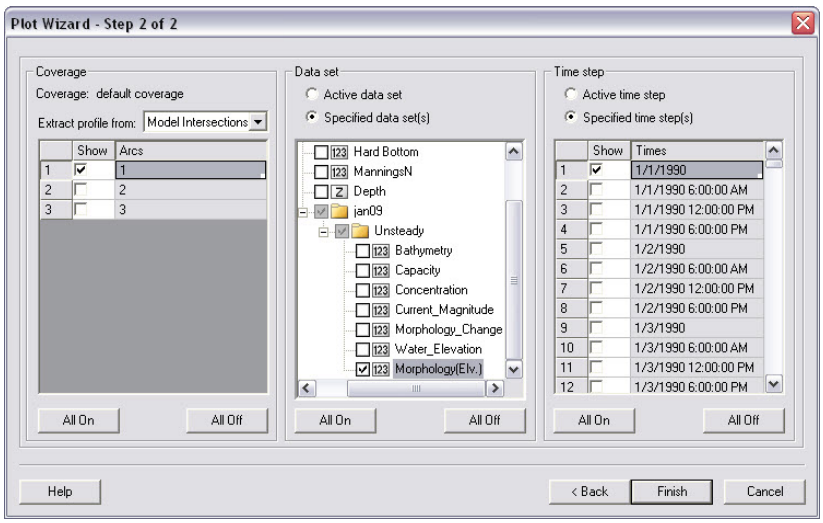

Figure 42. *Plot Wizard* Step 2.
2. Following Figure 42, under *Coverage* check one arc (though multiple can be plotted), under *Data set* select *Specified data set(s)* and select the generated *Morphology (Elev.)* set only, and under *Time step* select *Specified time step(s)* and check on several times spaced apart by at least several days to months, click *Finish*,
5. To add more profiles or time-series, rt-click on the plot, and select *Plot data*.. to bring up the original options from Figure 42.